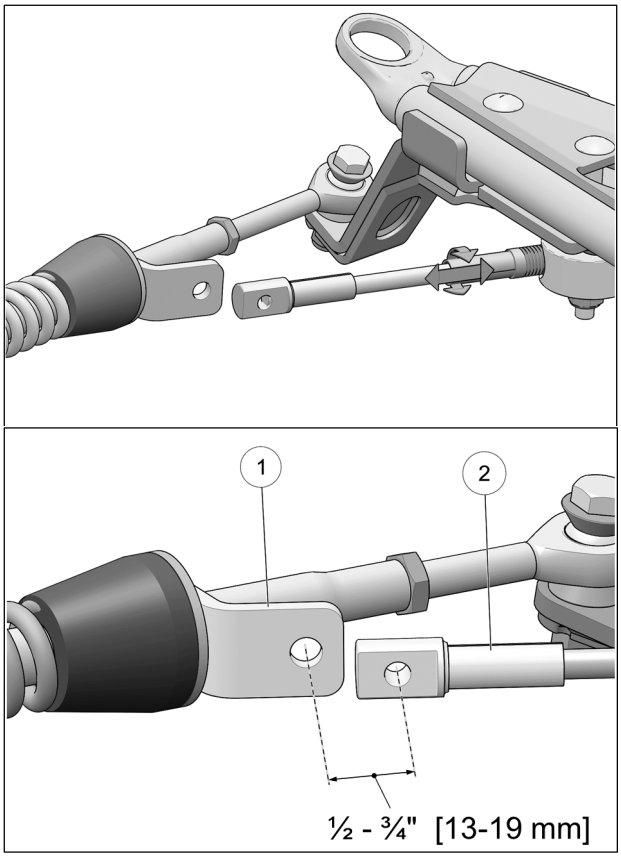

Fig. 22
13. Turn the vehicle's steering wheel to its maximum point of travel on the left. While maintaining pressure on the steering wheel, turn threaded rod to adjust length of cable so that the cable end hole **(1)** is located 6 mm [¼ in.] short of the mounting hole on the support plate **(2)**. See Fig. 22